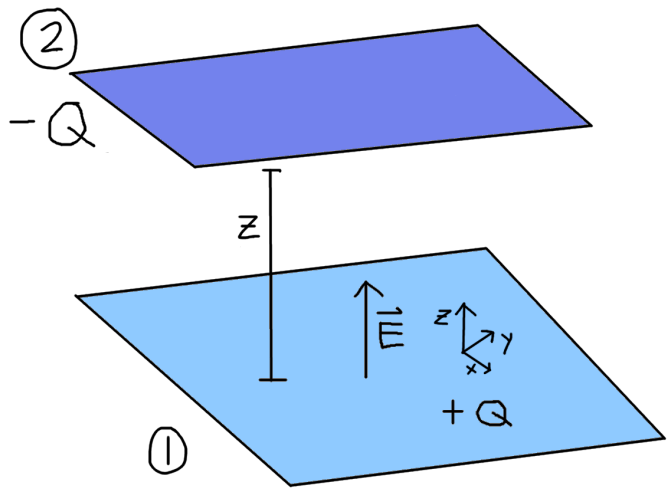

FIGURE 1 – Deux plaques parallèles
Pour la plaque (1) de la figure 1